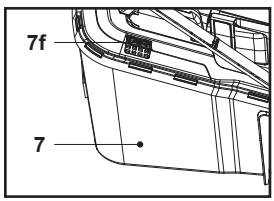

**Fig. 12**
1. Când trapa (7f) este deschisă, colectorul de iarbă (7) mai are suficient loc pentru iarbă (fig. 12).